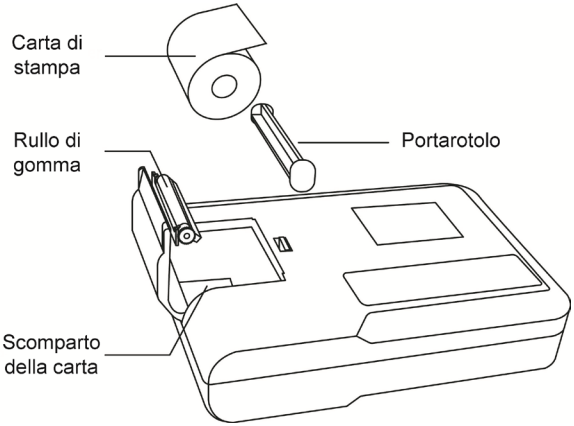

Figura 6-1 Installazione della carta di stampa
1. Come mostrato nella Figura 6-1, aprire il coperchio dello scomparto della carta, estrarre il portarotolo, inserirlo nel rotolo di carta come mostrato in figura. La griglia della carta termica deve essere rivolta verso il basso. Dopodiché installare il nuovo rotolo nella posizione corretta nello scomparto della carta.